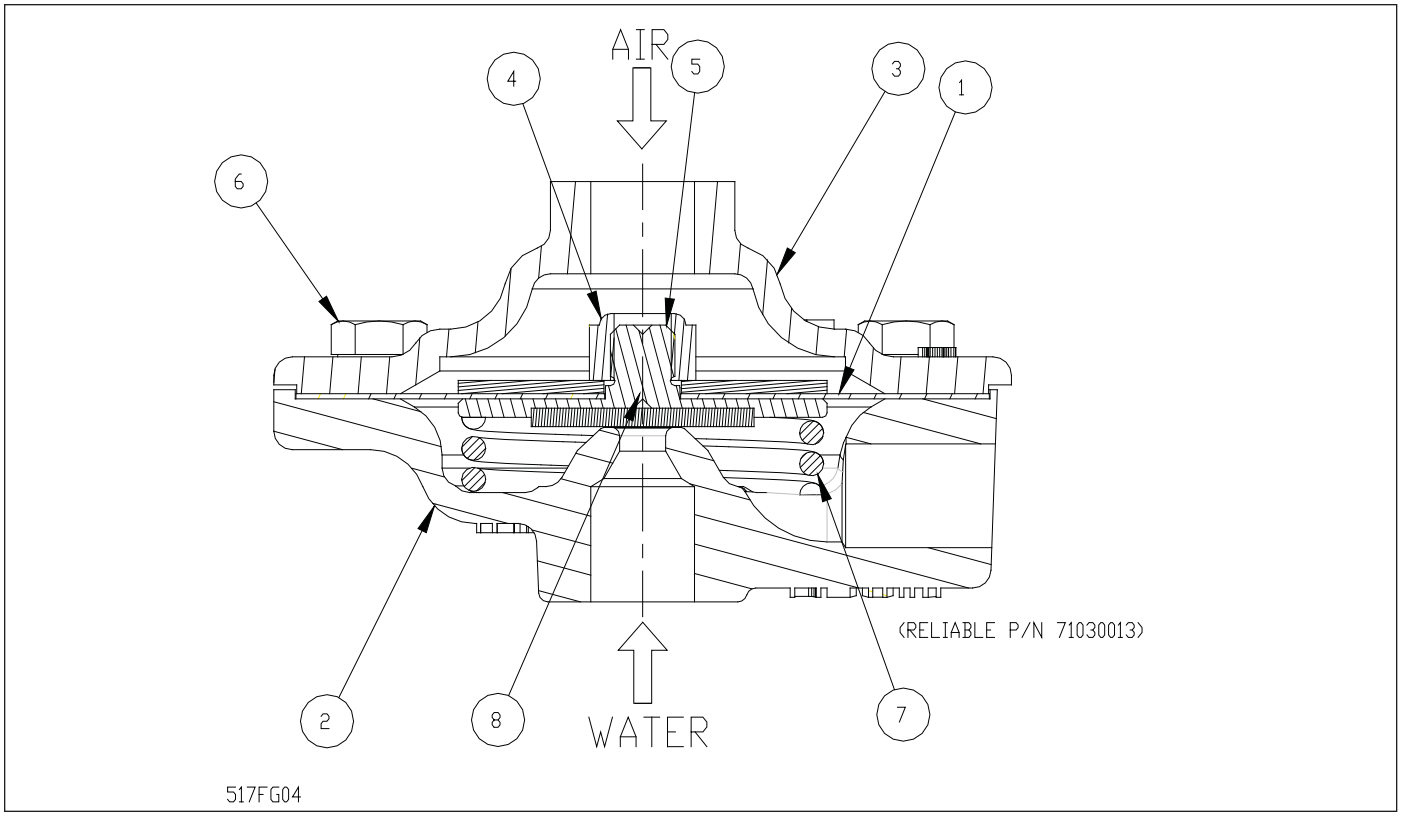

Fig. 4
Refer to Figs. 4 and 9
3. Remove all six bolts (#6, Fig. 4) holding the Actuator together. Clean or replace the facing plate assembly (#5, Fig. 4) and clean the seat surface of the upper housing (#2, Fig. 4).
4. Reassemble the Actuator, using a torque of 8 ft-lbs on the facing plate nut (#4, Fig. 4) and 12 ft-lbs on the six bolts (#6, Fig. 4). Use a cross-tightening pattern. Reinstall the Actuator. Set up the Model DDX-SS Deluge Valve as per the section "Resetting Model DDX-SS Deluge Valve System."